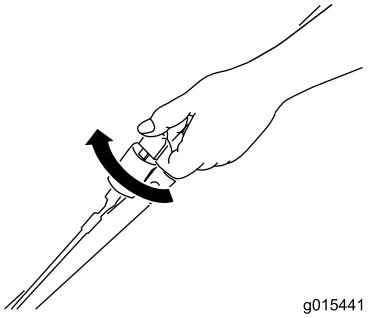
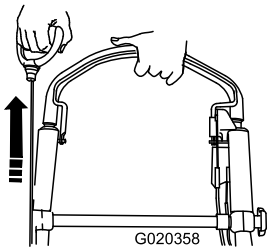

Figur 18
Figur 19
2. Vrid tändningsnyckeln (Figur 18) eller dra i startsnöret (Figur 19).